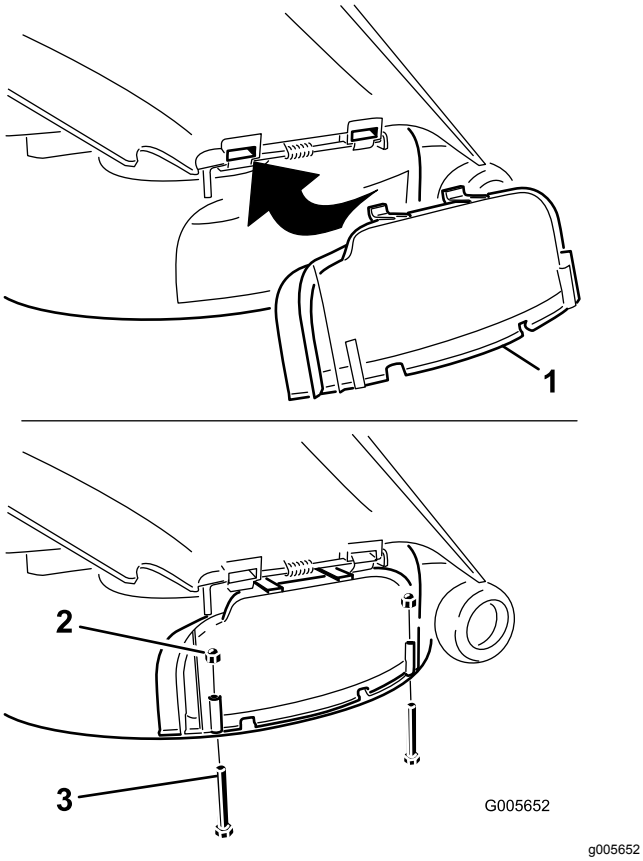

**Figur 25**
5. Drej tømningsdækslet ned mod åbningen og mod plæneklipperens nederste kant (Figur 25).
6. Fastgør udblæsningsdækslet til plæneklipperens nederste kant med to bolte (¼ x 2½ tomme) og to hættemøtrikker (¼ tomme) som vist i Figur 25.